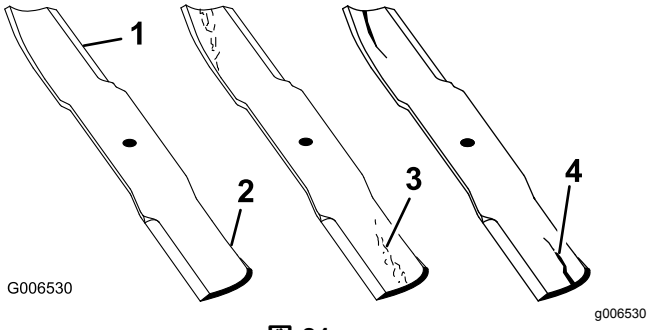

図 81
1. 刃先の部分を点検する図 81。
4. ひび、磨耗、割れの発生などがあれば、直ちに新しいブレードに交換する図 81。